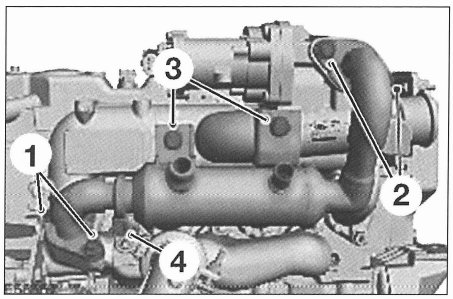

FIG. 26
- apretar a mano los tornillos de fijación del intercambiador de calor EGR, posteriormente al par de 2,3 daNm en el orden indicado **(fig. 26).**